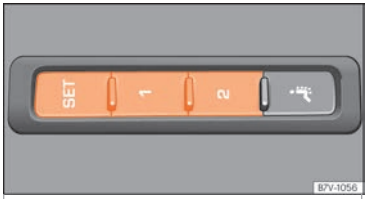

Fig. 161 Memory buttons on the outside of the driver seat
- Keep the SET button held down for more than one second ››› Fig. 161.